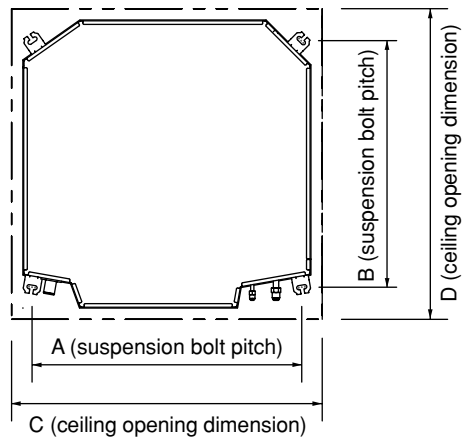

**Fig. 3-2**
(2) Follow Fig. 3-2 and Table 3-1 to make the holes in the ceiling.